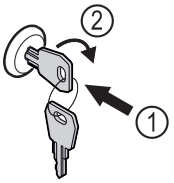

*Fig. 170*
▶ Introduceți cheia prin apăsare. *Fig. 170 (1)*
▶ Rotiți cheia cu 90° în sensul acelor de ceasornic. *Fig. 170 (2)*